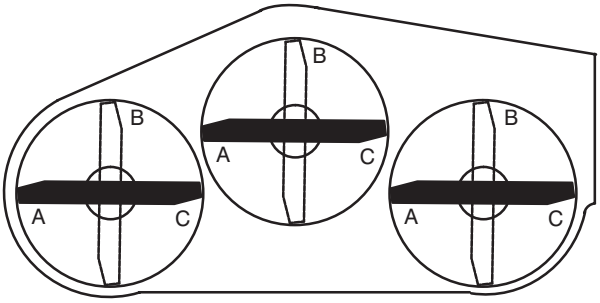
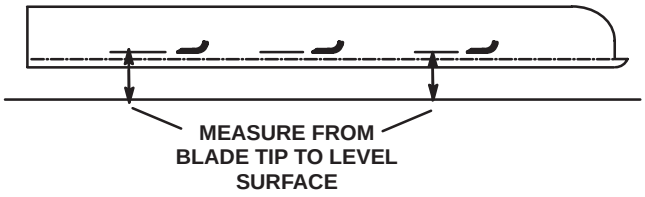

Figure 33
Figure 34
5. Position all 3 blades in the “A” position (Fig. 33) and measure from the level surface to the bottom of the tip end of each blade (Fig. 34).
6. Note the measurement attained at “A”, rotate the blades to the “B” position (Fig. 33), measure the distance of all of the blades to the level surface, and note the dimensions (Fig. 34).
7. Rotate the blades to the "C" position, measure, and note the distance measured (Fig. 33 and 34).